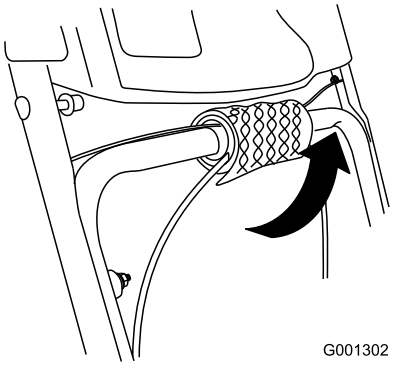

Figur 5
1. Rul kabelenderne ud fra det nederste håndtag (Figur 5).